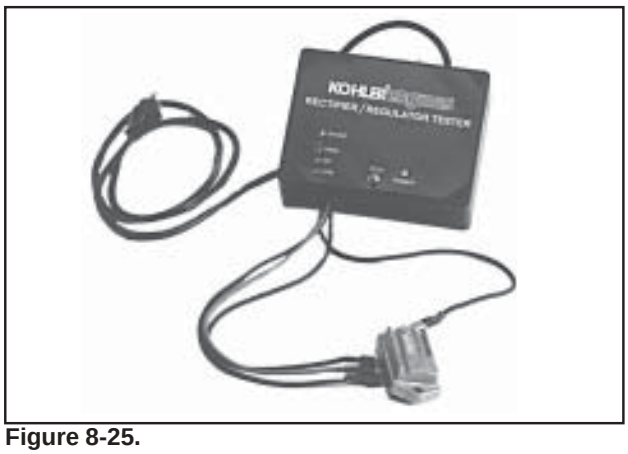

Figure 8-25.
2. Connect the tester red lead to the B+ terminal of the rectifier-regulator and the two black tester leads to the two AC terminals. See Figure 8-25.